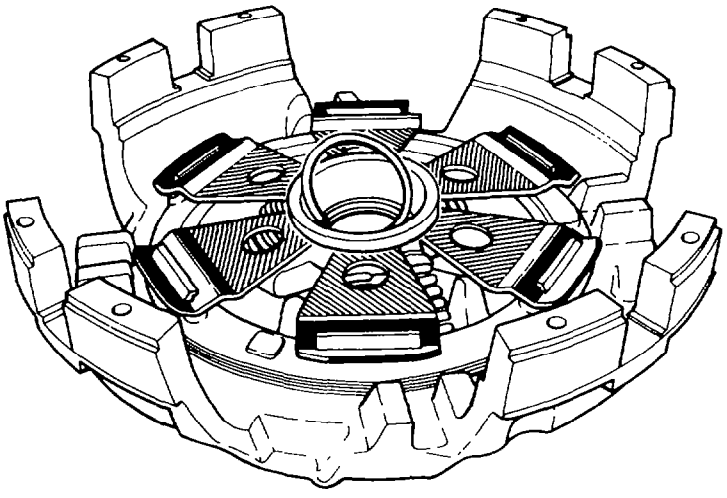

Fig. 162 — Removing Snap-ring
f. Remove the snap-ring from the release sleeve retainer (see fig. 162).